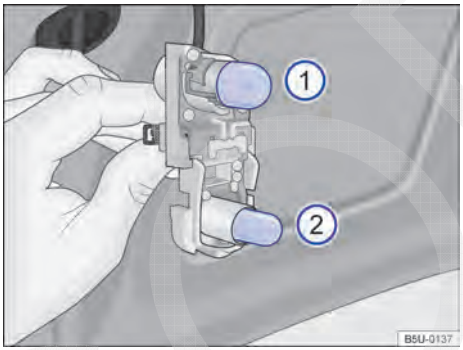

Fig. 172 No suporte das lâmpadas: localização das lâmpadas.
5.	Para remover a lâmpada incandescente queimada ① → Fig. 172, pressionar a lâmpada contra o suporte e girar, ao mesmo tempo, no sentido anti-horário.
6.	Para remover a lâmpada incandescente queimada ② → Fig. 172, puxar a lâmpada do suporte para removê-la.
8.	Para inserir a lâmpada nova ① no suporte, pressionar a lâmpada e girar, ao mesmo tempo, no sentido horário, até o batente.
A localização e a identificação das lâmpadas incandescentes → Fig. 172 estão relacionadas a seguir: